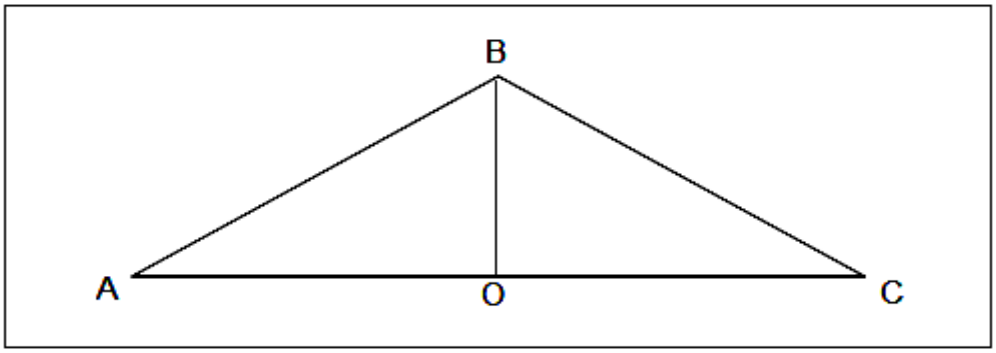

FIGURE 3 (5)
5.1 Name the parts of the roof truss shown in FIGURE 3 by choosing a word or words from the list below. Write only the answer next to the part (AO, AC, BO, AB and angle BAO) in the ANSWER BOOK.